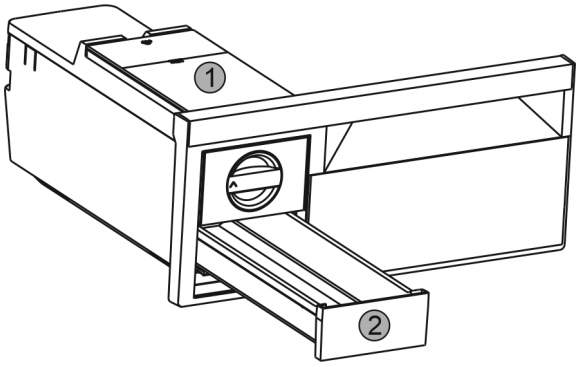

Fig. 55
▶ Зняти бак для води *Fig. 55 (1)* та висувний ящик для виробництва кубиків льоду *Fig. 55 (2)*.